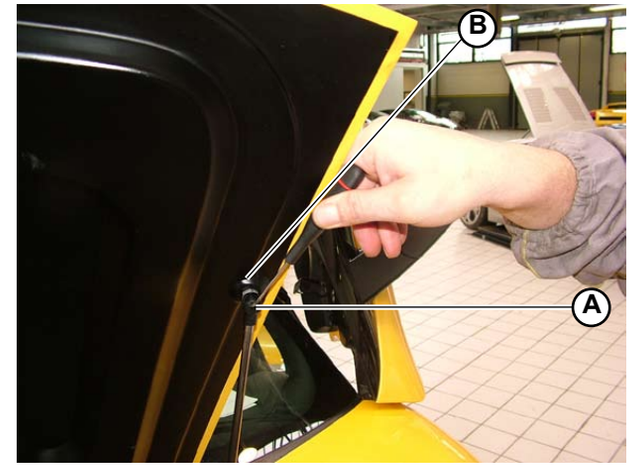

Fig.1
2. Using the tip of a screwdriver, lift the clamps (**A-Fig.1**) located in the 2 ball joints of each piston.
3. Once the clamp has been lifted, detach the ball joints (**B-Fig.1**) from the couplings on the front bonnet and luggage compartment.